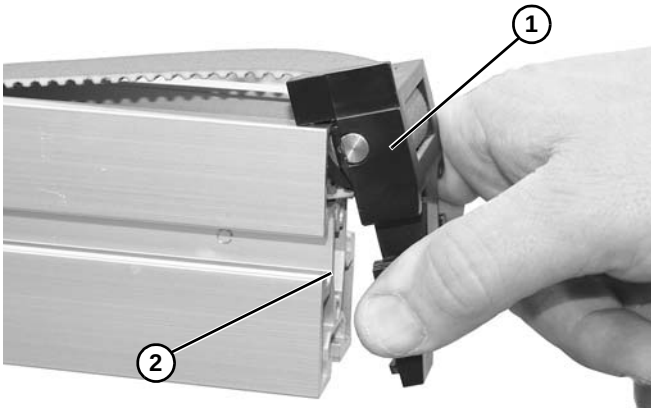

Figure 35
7. Remove the end cap **(Figure 35, item 1)** from the conveyor **(Figure 35, item 2)** on both ends.